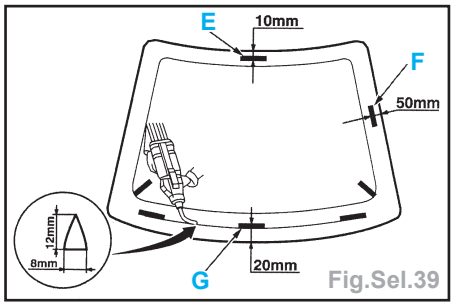

Fig.Sel.39
- Appliquer un cordon de colle (Fig.Sel.39) :